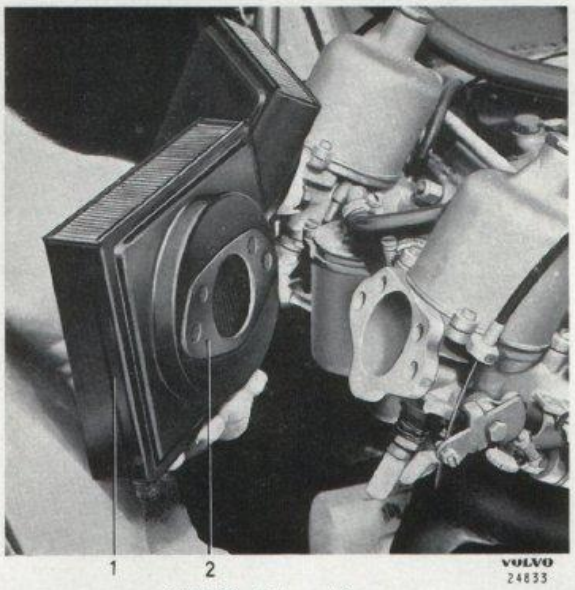

Bild 1-80. Byte av luftrenare
2. Se till att packningarna vändas rätt, se bild 1-80, och montera de nya luftrenarna. Vändas packningarna fel täpps ventilationshålen för vakuumkolvarna till och förgasarna kan ej fungera riktigt. Vagnen bör ej köras utan luftrenare emedan förgasarna är beroende av det motstånd som uppstår då luften strömmar genom insatsen.